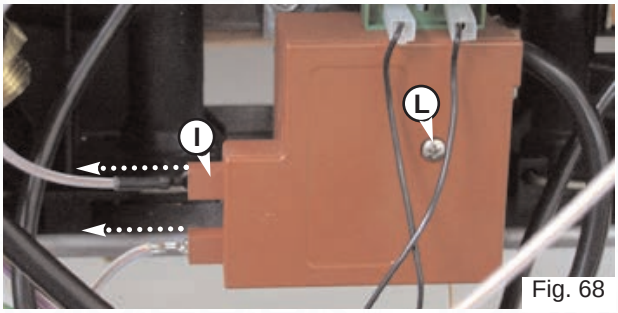

Fig. 68
2. Disconnect ignition leads "**I**" by pulling left *(see Fig. 68)*;
4. Remove the screw "**L**" on the spark generator *(see Fig. 68)*;